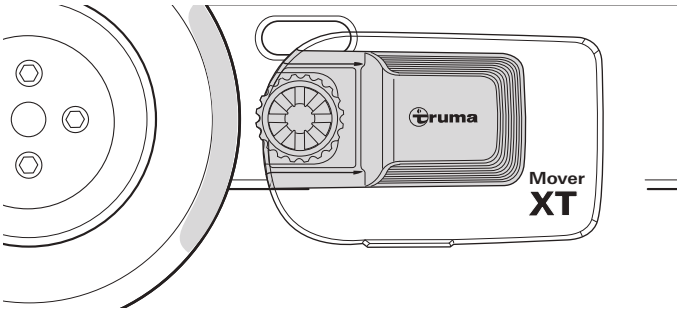

Fig. 30
- In the disengaged position, the drive rollers are approx. 20 mm away from the tyres (Fig. 30) on both sides. See chapter 6.1 to check the correct distance between the tyres and drive rollers
- The status display no longer shows a number (Fig. 30).